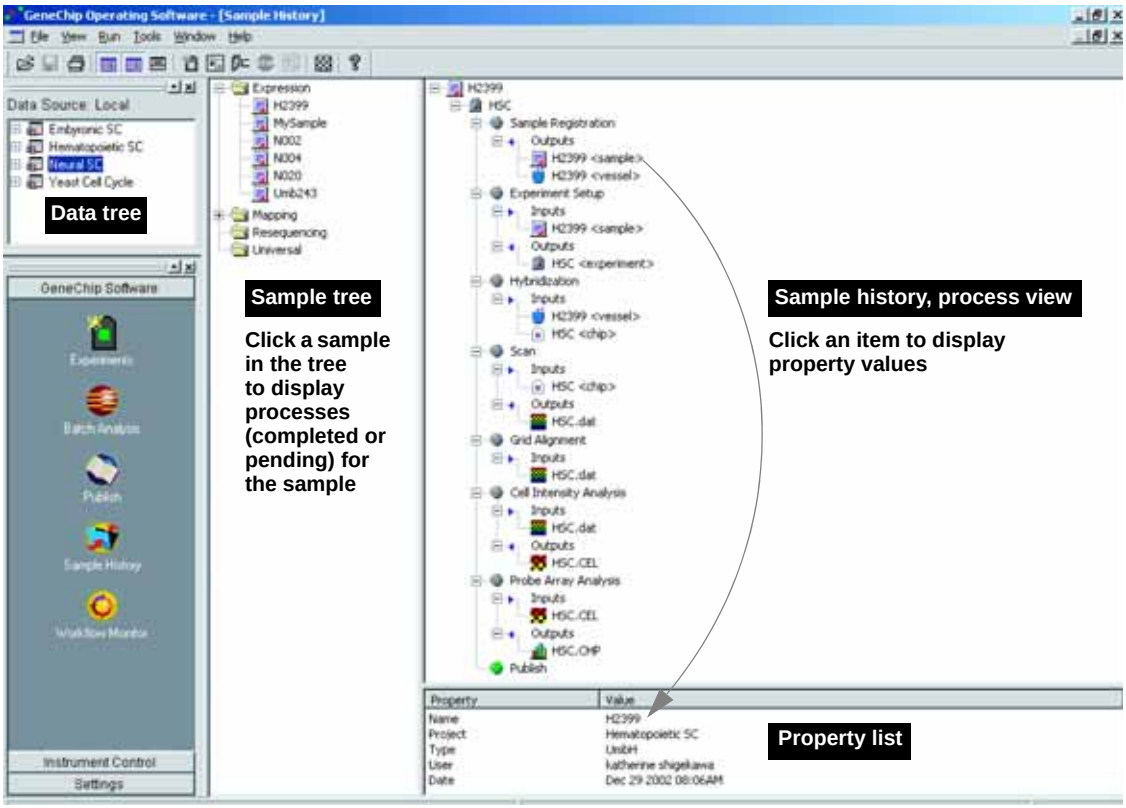

Figure 7.2
2. To display the process view **(Figure 7.2)**, select **View →Processes** from the menu bar.
4. Click the plus sign [+] to the left of a process name to expand the information in the sample history tree **(Figure 7.2)**. Use the scroll bars to the right or below the process tree to view the expanded information.
5. To display a list of data properties (bottom right pane), click one of the following in the sample history tree **(Figure 7.2)**: